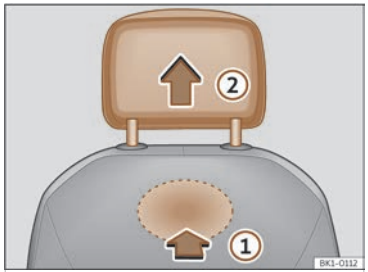

Fig. 93 Reposacaps davanter: desmuntatge.
- Per desbloquejar-lo, busqueu el rebaix situat a la part posterior del respatller per la zona marcada i premeu en el sentit de la fletxa ››› **fig. 93** ①.
- Traieu el reposacaps en el sentit de la fletxa ②.